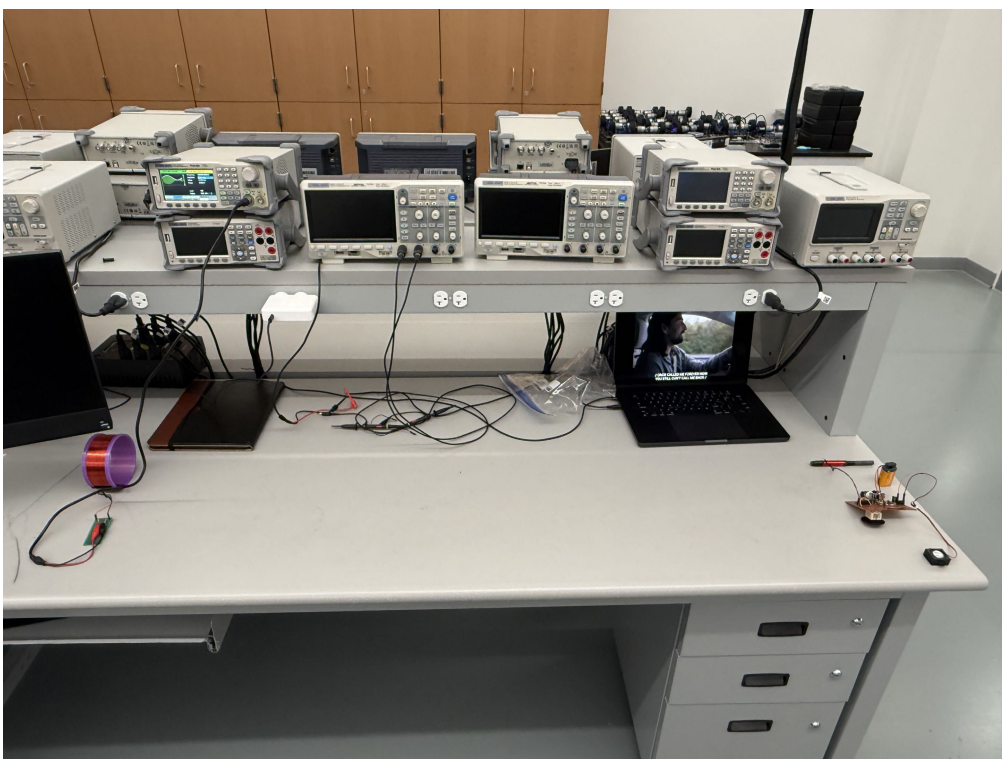

Figure 10: Demonstrating the Maximum Wireless Transmission Distance.
4. **Range Testing:** Experiment with coil separation and orientation. Move the R_x circuit away until the audio is no longer audible. As seen in Figure 10, a well-tuned system should transmit across the lab bench.